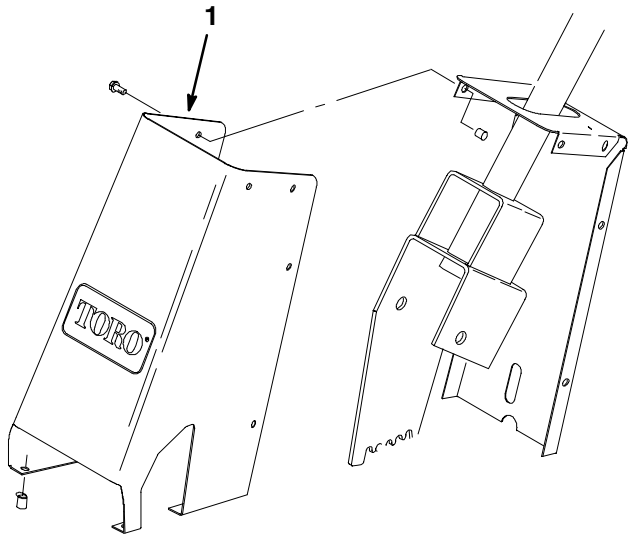

Figure 7
14. Reinstall steering tower housing (Fig. 7).